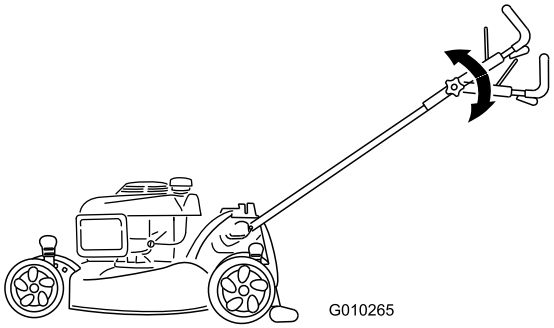

Figur 16
2. Flytta det övre handtaget till önskat läge (Figur 16).